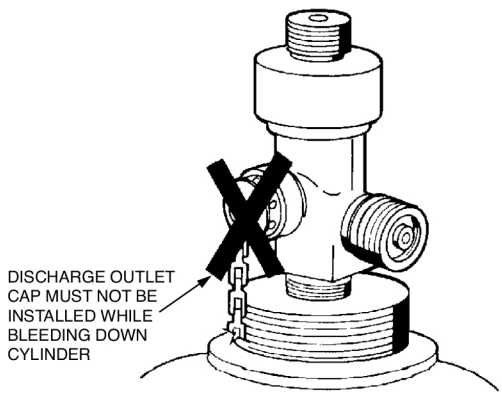

FIGURE 1
a. Make certain discharge cap IS NOT on valve outlet. See Figure 1.